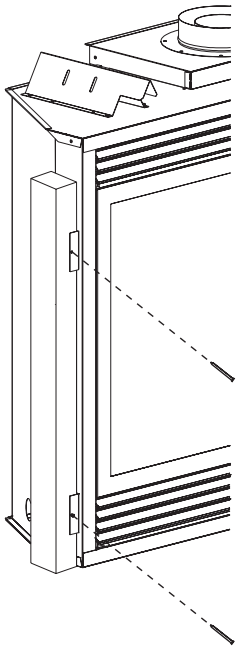

Figure 12
Flush Mount Mantel Installation (Figure 12)
The fireplace must extend 3/4" beyond finished wall surface when using a flush mount mantel. Refer to Figure 12 to locate nailing flanges on fireplace sides. Mark and drill two (2) 1/8" holes into fireplace side to mount each nailing flange. Use eight (8) 1/2" hex-head screws supplied in hardware package to attach nailing flanges to fireplace sides.
Attention: When fireplace is installed in optional full cabinet mantel or corner mantel the (4) four nailing flanges shown in Figure 12 will not be installed on the side of outer casing. The fireplace will be attached to the full cabinet mantel or corner mantel with the (2) two nailing flanges located on the top of the outer casing assembly.